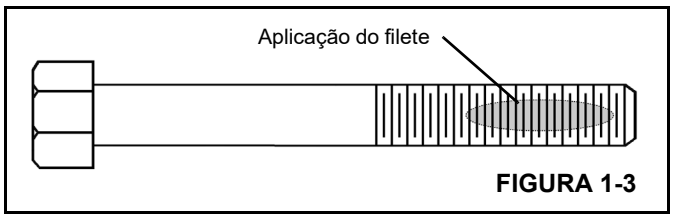

FIGURA 1-3
1. Aplique um filete cobrindo várias roscas, na área aproximada do contato roscado (Figura 1-3).
3. Depois da instalação, a fixação ocorre dentro de trinta (30) minutos.